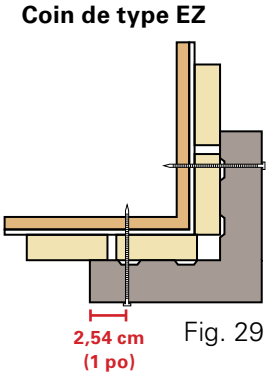

Fig. 29
- Tous les coins de revêtement en bois Fraser doivent être fixés à l'aide des clous de 7,62 cm (3 po) Revêtement en bois Fraser de couleur assortie tous les 40,64 cm (16 po) depuis le centre, à environ 1,905 cm (3/4 po) – 2,54 cm (1 po) du bord de la moulure. *(Voir la figure 29/30)*